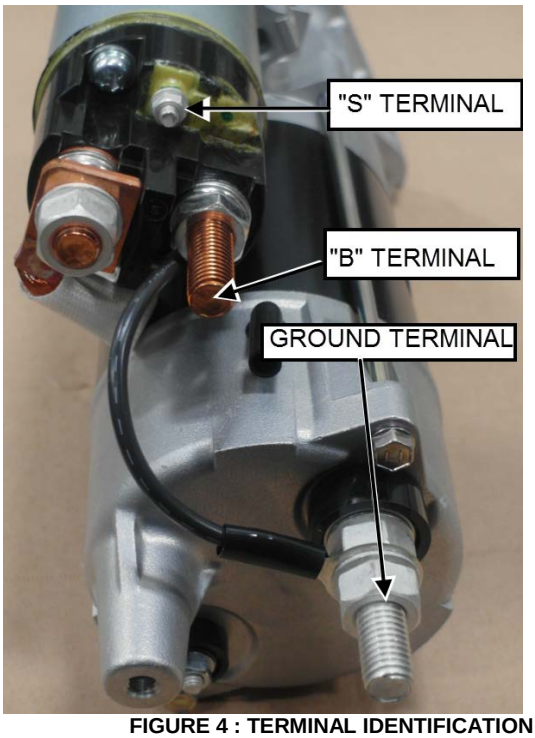
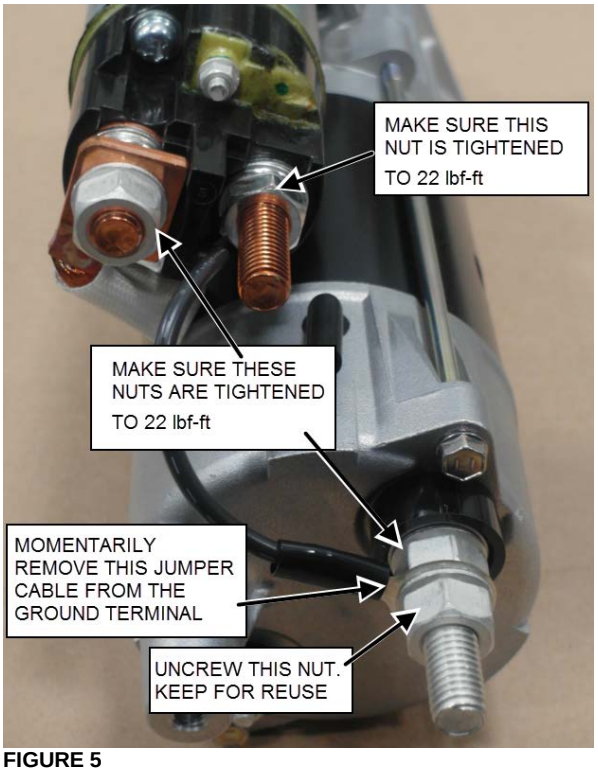

**FIGURE 4 : TERMINAL IDENTIFICATION**
**FIGURE 5**
1. If the starter is replaced with a brand new starter, prepare the new starter as follows (refer to FIGURE 5).
a) Remove the second nut on the ground terminal (FIGURE 5). Keep for later use.
b) Remove the jumper cable connected to the ground terminal (FIGURE 5).
c) Make sure that the three nuts identified on FIGURE 5 are tightened to a torque of **22 lbf-ft**.
7. Connect circuit **101** to **B** terminal (FIGURE 4 & FIGURE 5). Position circuit **101** cable to be in line with the nylon tie mount on the starter.
9. If not already done, remove the nut and washer provided with the brand new alternator on **S** terminal (FIGURE 4).